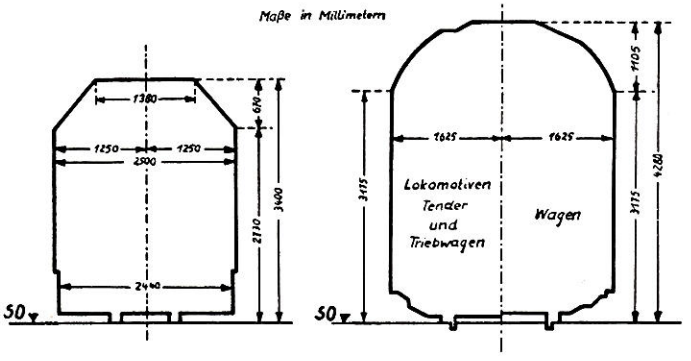

Bild 1 Begrenzung neuer Fahrzeuge im Stillstand bei Mittelstellung im geraden Gleis bei 750 mm Spurweite bei der Regelspur
Modellfahrzeuge zu befürchten, daß sie so klein ausfallen, daß ihre Herstellung zu große Schwierigkeiten bereitet und uns dadurch die Freude am Basteln verleidet wird, denn die Abmessungen der Schmalspurfahrzeuge, auf die Spurweite bezogen, sind bedeutend größer als die der Regelspurfahrzeuge. In Bild 1 sehen wir die Begrenzung für Fahrzeuge der 750-mm-Spur und zum Vergleich die für Fahrzeuge der Regelspur (B).